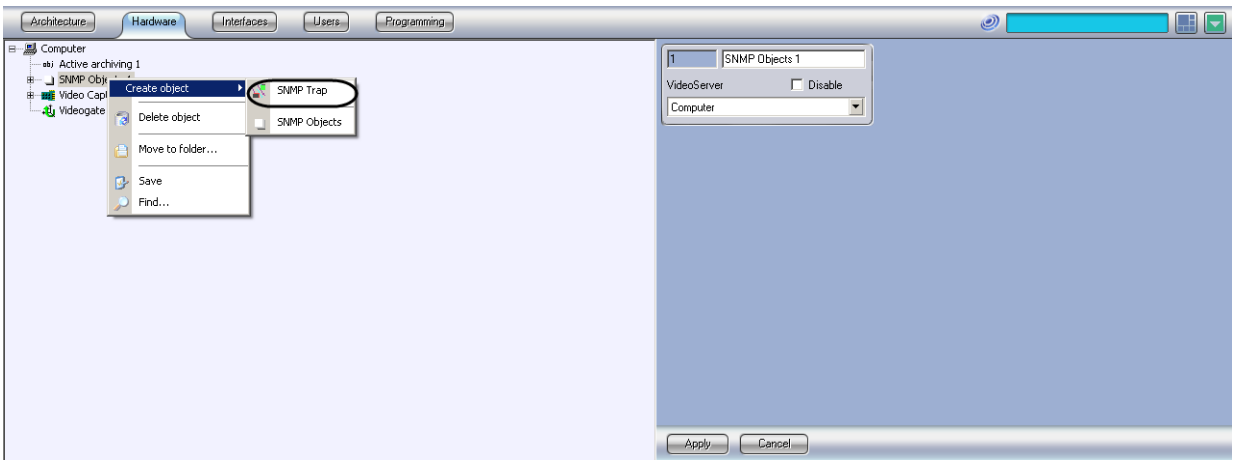

Figure 8.11-3. Creating the SNMP trap object
4. Select the created object «SNMP objects» on the tab Hardware of System settings dialog window (Figure 8.11-3).
5. Make a right mouse click upon the selected object «SNMP objects» and select the point «Create object» ⇨ «SNMP trap» in the contextual window (Figure 8.11-3).